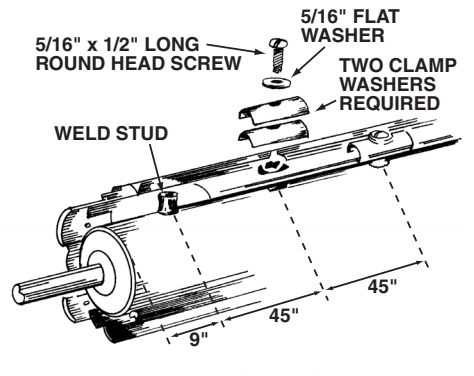

FIGURE 11
- If the barrel has studs, the top slat will have slots to attach to barrel. Hook curtain over studs and fasten with 5/16" round head screws and washers and TWO clamp washers provided. See Figure 11.